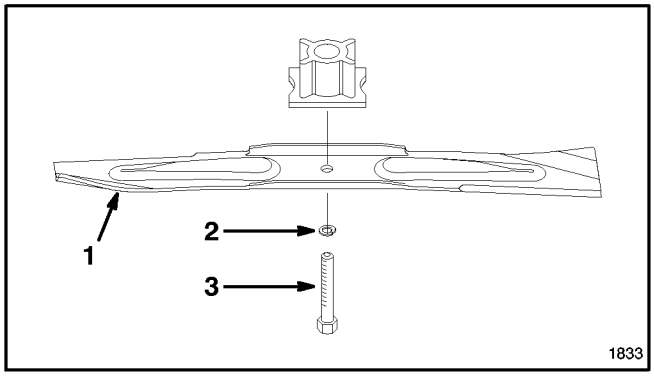

Figure 25
5. REMOVING BLADE—Grasp end of blade using a rag or thickly padded glove. Remove blade bolt, lockwasher and blade (Fig. 25).